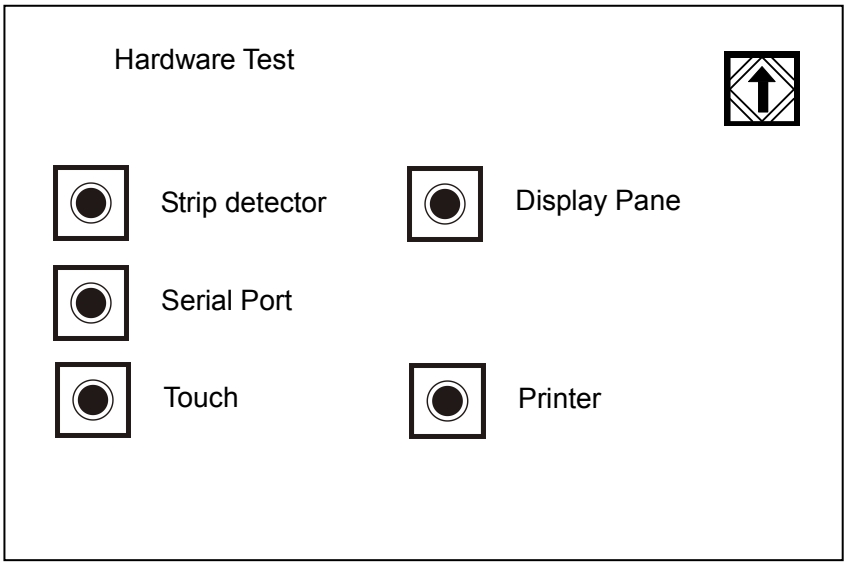

Figure 3-44
- Touch ◉ in front of “Touch” to test the touching screen. Tick sign will appear in the square area when touching the square area shown on the screen, touch again, the tick sign will disappear. Press ← to return to figure 3-44.
- Touch ◉ to examine the display screen. Press this key, there will be all the points that can be lightened, press any point on the screen, there will be strips bright and dull. press any point on the screen again to return to Figure 3-44.